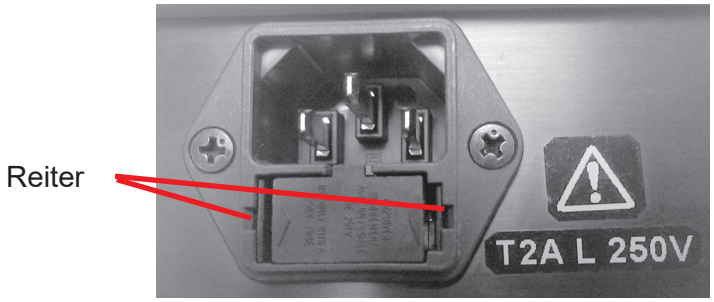

Abbildung MC-1. Kontaktlinsenmessung
3. Legen Sie neue Sicherungen (P/N RFAG20039) in die Sicherungshalterung ein. Siehe Abbildung MC-1.